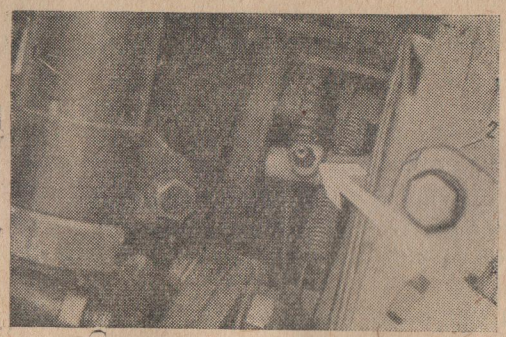

Рис. 73. Пресс-масленка для смазки валика выключения сцепления:
2) валик выключения сцепления; одна пресс-масленка; размещена в середине валика (рис. 73); смазка производится сверху из-под капота двигателя;